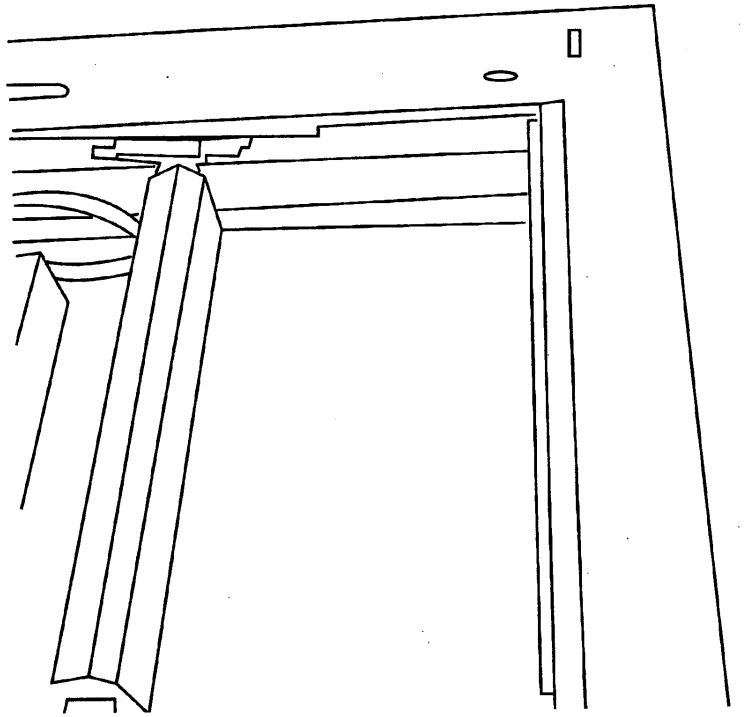

Рис. 1. Проверка параллельности каретки полного хода и каретки половинного хода
4. Проверьте параллельность кареток полного хода и половинного хода (Рис. 1).
1. Ослабьте два (2) винта (5,5 мм), которые крепят тросик оптики к каретке полного хода (по одному с каждой стороны каретки полного хода) (смотрите Рис. 1).